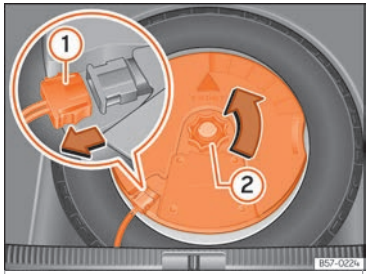

Fig. 275 Na bagageira: desmontar o subwoofer.
- Desligue o cabo do altifalante *subwoofer* ››› Fig. 275 ①.
- Rode a rodinha de fixação no sentido contrário ao dos ponteiros do relógio ②.